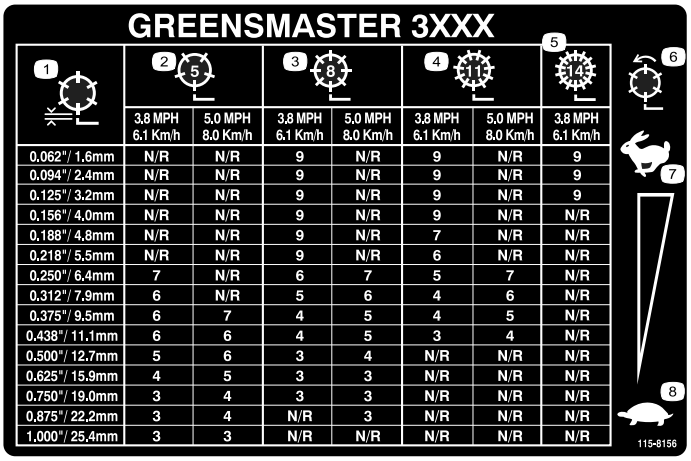

Bild 27
3. Bestimmen Sie die korrekte Spindeldrehzahl-Einstellung für die Mähwerke mit 8, 11 oder 14 Messern mit der entsprechenden Grafik (siehe Bild 27).